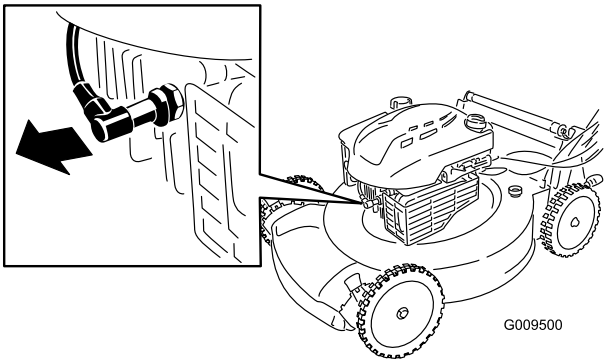

Figura 20
2. Desconecte el cable de la bujía (Figura 20) antes de realizar cualquier procedimiento de mantenimiento.